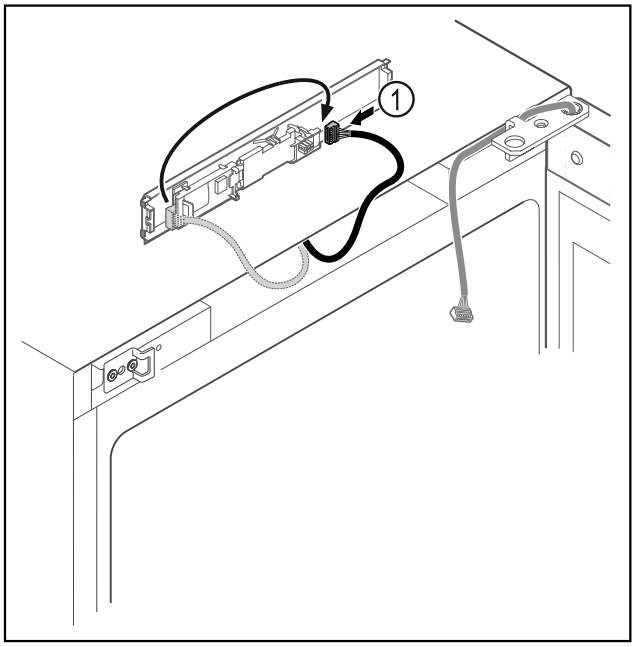

Fig. 9
▶ Schimbați poziția de introducere a fișei *Fig. 9 (1)* la placa electronică.